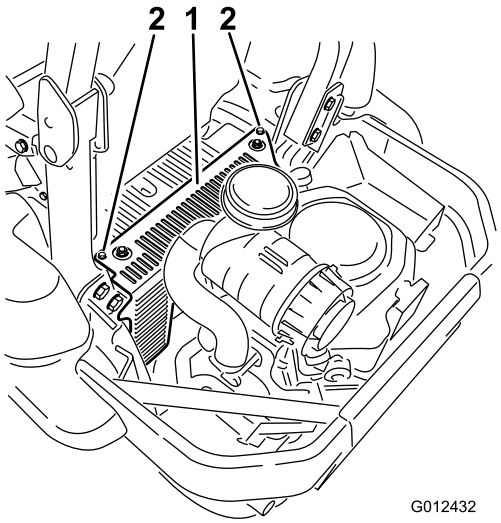

Figur 54
3. Fjern hydraulikkenhetsdekselet og de to boltene som sitter fast til det (Figur 54). Da får du tilgang til den fremre tennpluggen.
5. Sett på det venstre hydraulikkenhetsdekslet (Figur 54).